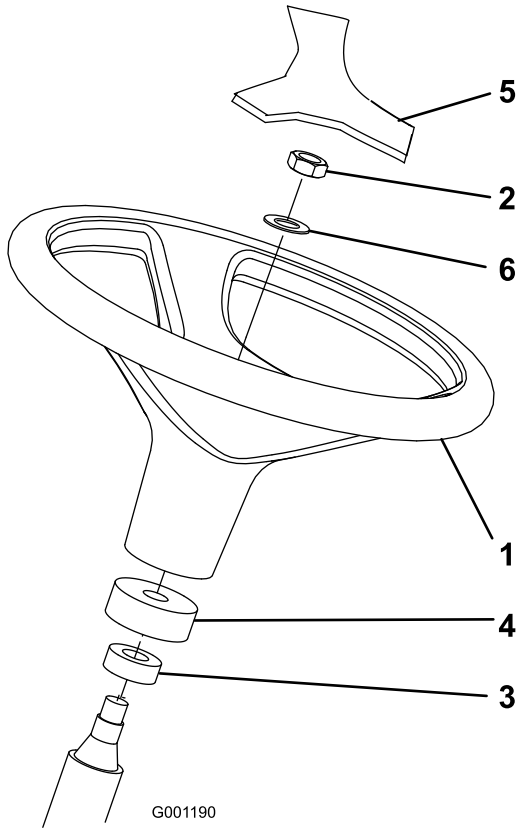

Figuur 3
2. Verwijder de contramoer en de ring van de stuuras. Controleer of de schuimrubberen kraag en de stofkap op de stuuras zitten (Figuur 3).
3. Schuif het stuurwiel en de ring op de stuuras (Figuur 3).
5. Plaats de kap op het stuurwiel (Figuur 3).